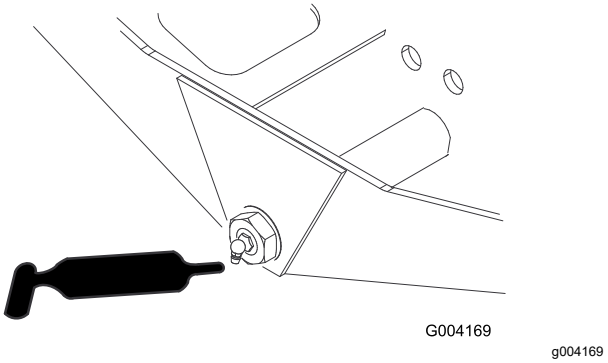

Figuur 75
- Draaipunt van asbesturing (1) (Figuur 75)